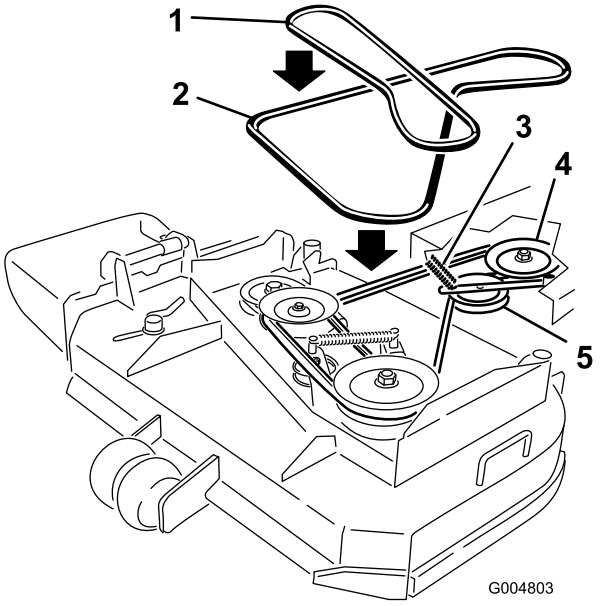

Figur 45
6. Rulla av remmen från den mittersta remskivan på klippardäcket (Figur 45). Var försiktig när du tar bort remmen eftersom spänningen ökar på grund av den fjäderbelastade mellanremskivan.
7. Ta bort remmen från motorremskivan och den fjäderbelastade mellanremskivan (Figur 45).
8. Sätt fast den nya remmen på motorremskivan och den fjäderbelastade mellanremskivan (Figur 45).
9. Rulla på remmen på den mittersta remskivan på klippardäcket (Figur 45). Var försiktig när du sätter fast remmen eftersom spänningen ökar på grund av den fjäderbelastade mellanremskivan.